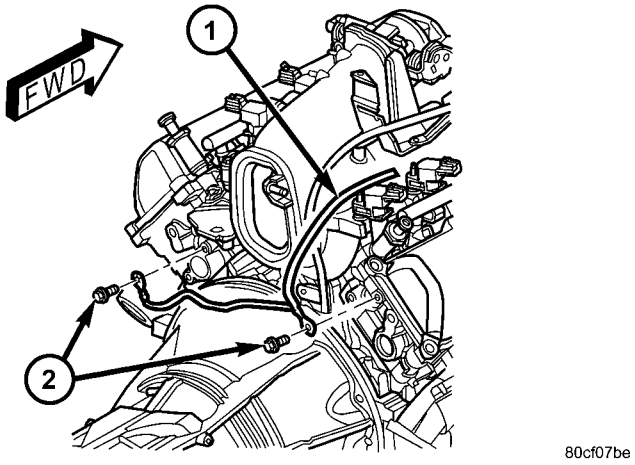

Fig. 11 ENGINE GROUND STRAP - 4.7L AND 5.7L
(1) Disconnect and isolate the battery negative cable.
(2) Remove the attaching bolts from the cylinder heads (Fig. 11).